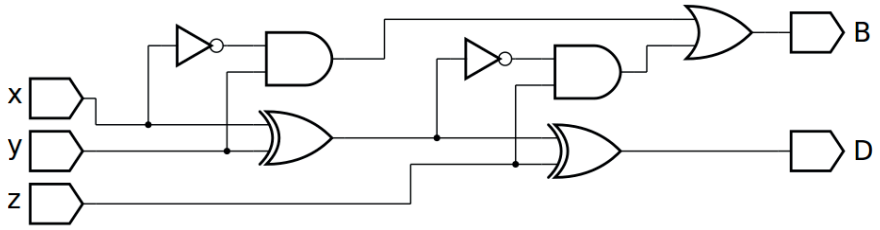
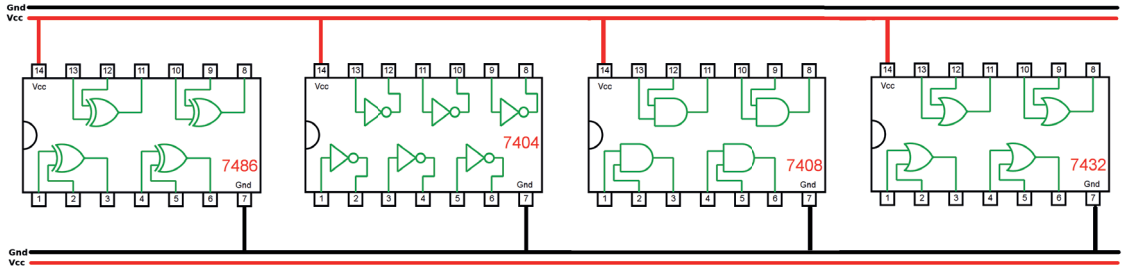

Figura 6.25 – Diagrama esquemático.
Figura 6.26 – Disposição dos componentes (TTL) para a placa de montagem.
1. Complete as ligações na figura 6.26 ou 6.27 de acordo com a figura 6.25.
5. Utilize um programa de simulação em computador (SmartSim, Atanua, Qucs) faça a simulação do circuito da figura 6.25. Compare os resultados com a tabela 6.10.
6. Escreva a equação booleana do circuito da figura 6.25 e simule no programa para o Arduíno.